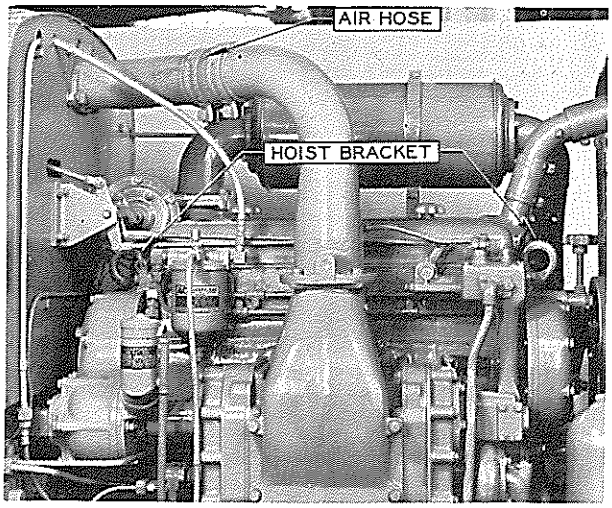

FIG. 8
32. The motor can now be removed by chain hoist connected to hoist brackets. Fig. 8. Support weight of motor on hoist.